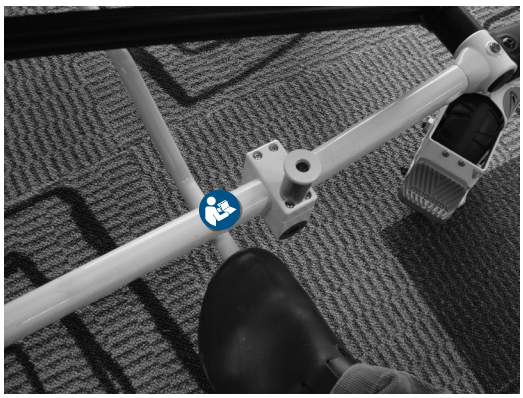

Figure 38
1. Operator 1 engages the kickstand with their foot as shown in Figure 38.